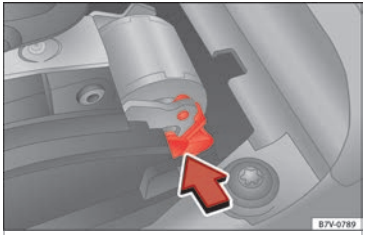

Afb. 50 Noodontgrendeling van de vergrendeling van de keuzehendel.
- Druk de ontgrendelingshendel ››› **afb. 50** in de pijlrichting en houd deze in deze positie.